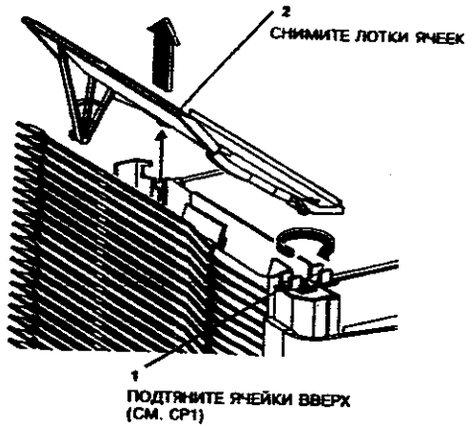

**Рисунок 1. Снятие лотков ячеек**
*ПРИМЕЧАНИЕ: (Рисунок 1) Пометьте нижний лоток, чтобы его можно было легче узнать при установке. Нижний лоток отличается от остальных.*